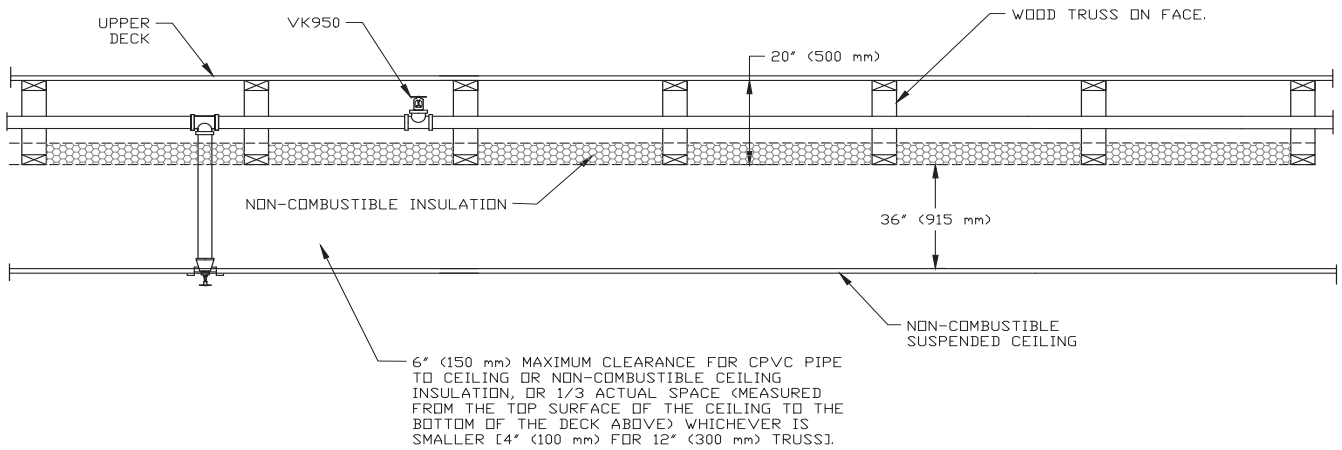

Figure 12:
- Draft curtains are NOT required when using wood truss construction with chords on face and non-combustible insulation is provided to the bottom of the trusses (Figure 12).